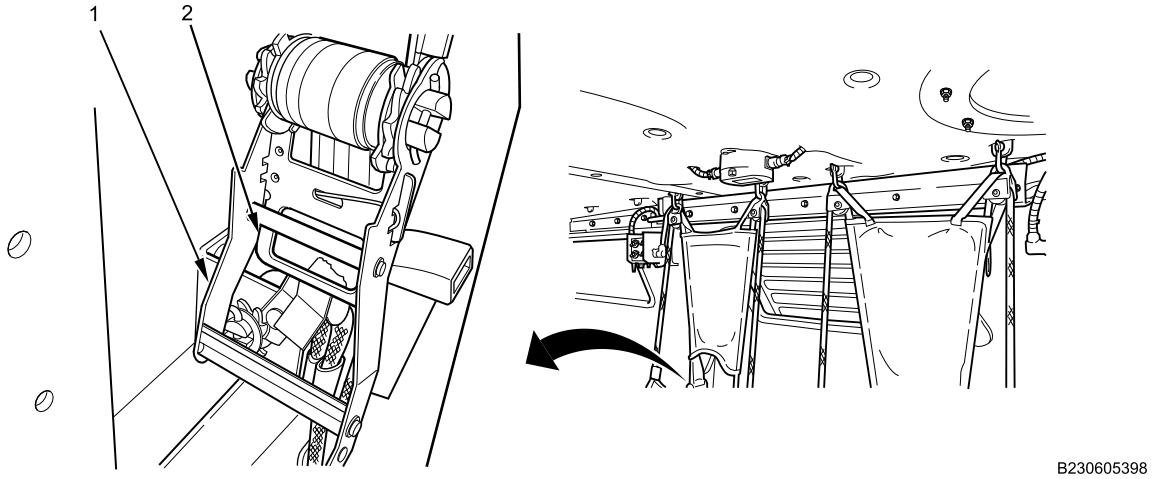

Figure 15. Seat Rope Tension Lever.
7. With tension lever (Figure 15, Item 1) in the down position, pull on strap to tighten slack.
8. Grasp tension lever (Figure 15, Item 1), pull down on tension latch (Figure 15, Item 2), and ratchet tension lever (Figure 15, Item 1) until rope is tight.